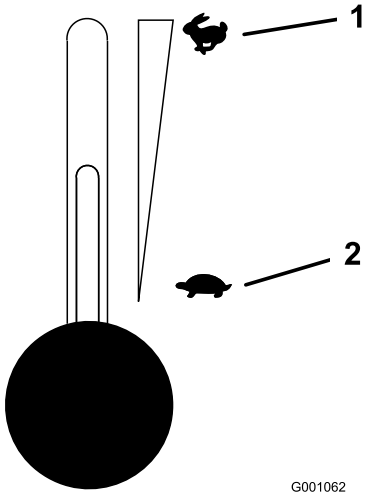

Figur 14
5. Flytta gasreglaget till mittläget (Figur 14).
2. Flytta gasen till mittläget mellan långsamt och snabbt (Figur 14).